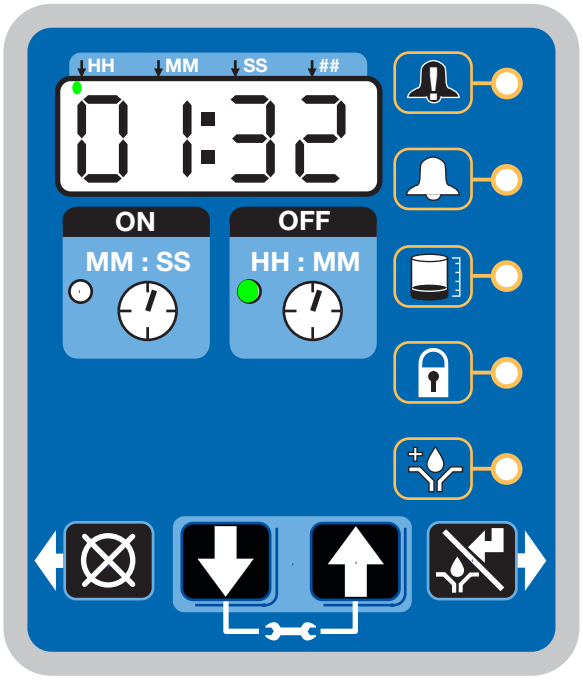

Abb. 21
Nach beendeter Einrichtung beginnt die G3-Pumpensteuerung automatisch mit Ausführung der OFF-Zeitsequenz (Abb. 21).
- Das Beispiel von Abb. 21 zeigt eine OFF-Zeit von 1 Stunde und 32 Minuten bis zum Beginn des Schmierzyklus an.
- Erreicht der ON-Zeitzählwert den Wert Null, dann schaltet die Pumpe wieder ab und das System führt erneut den OFF-Zeitzyklus aus. Es leuchtet wieder die LED für OFF-Zeit (Abb. 21).